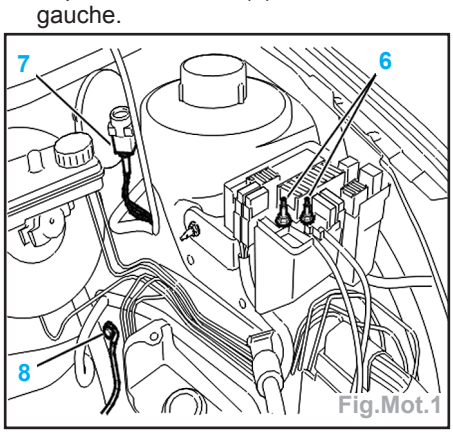

Fig.Mot.1
- Débrancher (Fig.Mot.1) :
- les connexions électriques (6),
- l'interrupteur à inertie (7),
- la prise de masse (8) sur le brancard gauche.